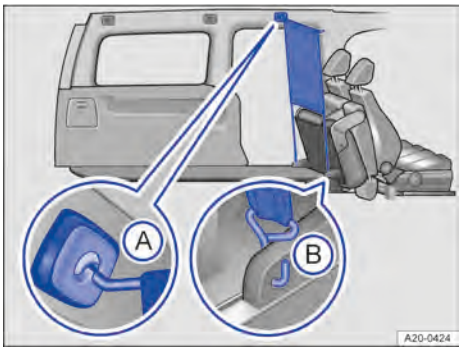

**Fig. 138** Detrás de los asientos volcados de la segunda fila: red de separación montada.
2. Enganche la red de separación en el alojamiento *delantero izquierdo* → fig. 138 Ⓐ del techo. Asegúrese de tirar de la varilla transversal hacia abajo más allá de la posición superior.
4. Enganche la red de separación en la fijación del asiento → fig. 138 Ⓑ.